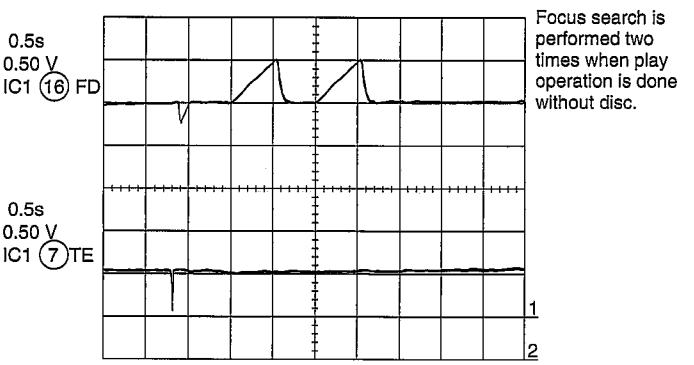

Figure 50
Does the output waveform of IC1(16)(FD) match that shown in Fig. 50?